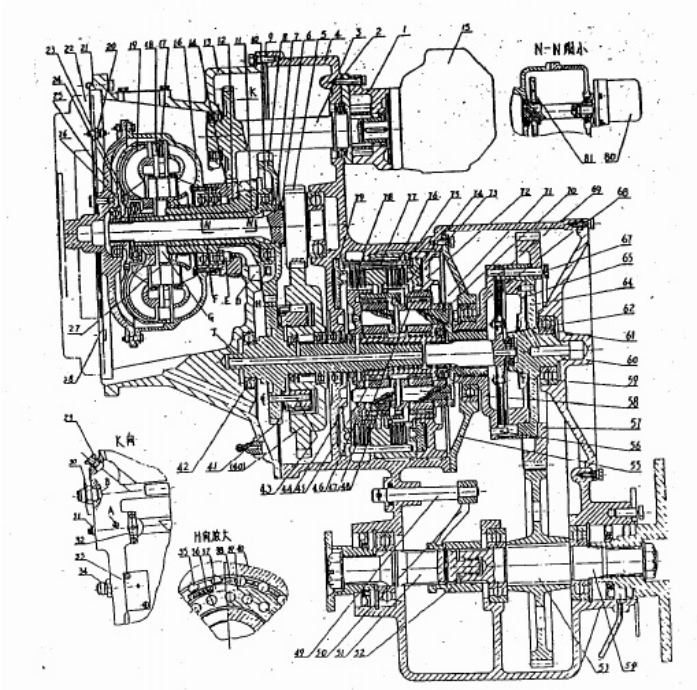
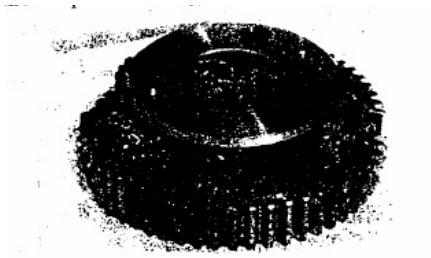

Fig. 3.2-2 Structure figure of torque converter-transmission
Fig.3.2-4 Planetary wheel support of reversing gear assembly with planetary wheel
(1) Structure: Please see left part and K direction of structure fig. 3.2-2. From the view of H direction, left end of case 13 is combined with the case of flying wheel and right end is fixed on box 4. Two ends are separately sealed by paper gasket 21 and 9. Pump wheel 16 and cap wheel 25 (shaft end supported in the hole of flying wheel) are combined with flying wheel 22 through elastic plate and turn with diesel engine at the same speed. Turbine grouo are composed of Ⅰ turbine 18 and Ⅱ turbine 19. Ⅰ turbine
(2) Structrue principle of the transmission
a. Transmission structure of planetary type, see fig. 3.2-2. Reverse gear abd I gear applys planetary transmission structure. It is mainly provided with wheel support of planetary type, planetary wheel, planetary shaft, ring gear and sunwheel, planetary wheel mounted on planetary wheel support gears with sunwheel and ring gear. Fig.3.2-4 reverse wheel support of planetary type assemblys with planetary wheel.